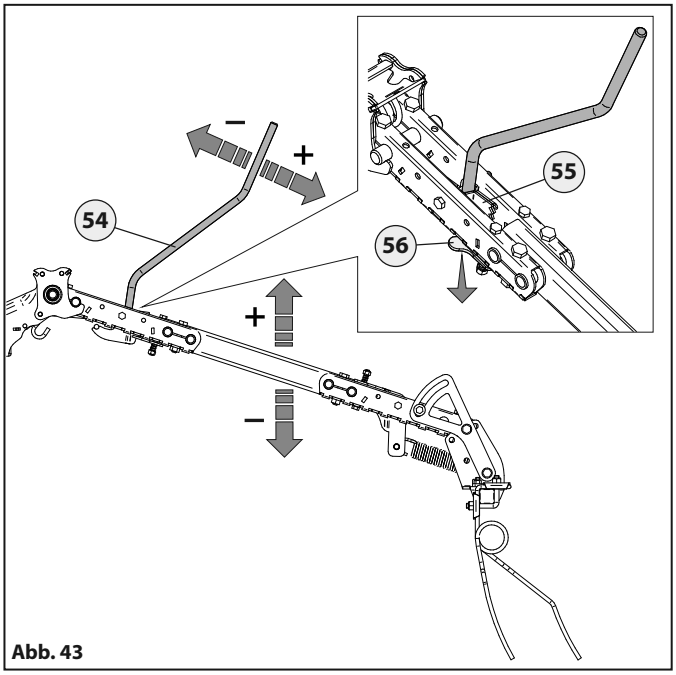

Abb. 43
- Den mitgelieferten Hebel **54** auf der Nutmutter **55** des Saatstriegels positionieren „Abb. 43".